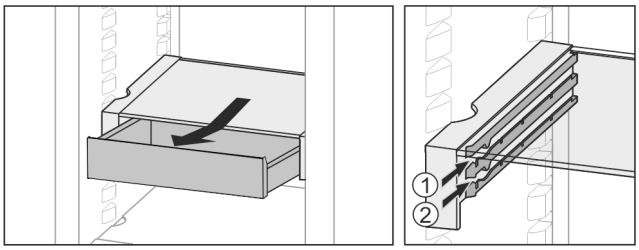

Fig. 26
▶ Вставити на будь-якій висоті *Fig. 26 (1)* або *Fig. 26 (2)*.